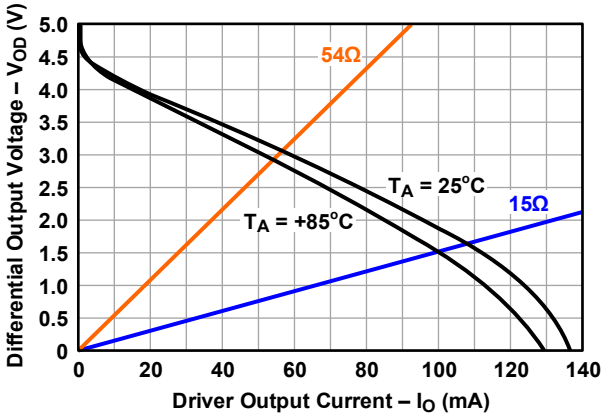

Figure 11. Driver Differential Output Voltage vs Output Current
16. See Figure 11 on page 14 for more information and for performance over temperature.